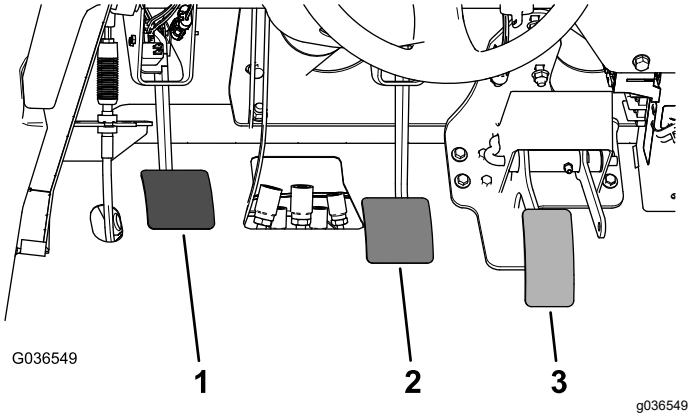

Figur 61
2. Lätta på bromspedalen (Figur 61) tills den vidrör ramen.
3. Lossa låsmuttrarna som håller oket till huvudcylinderaxeln (Figur 61).